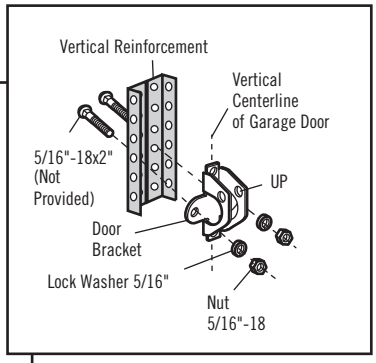

Figure 2B
- Alternately, use two 5/16"-18x2" bolts, lock washers and nuts (not provided). (Figure 2B)